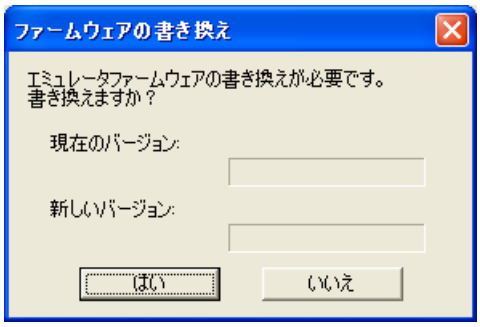

図 6.3 ファームウェアの書き換えダイアログ
(3) デバッガ起動時に図 6.3の「ファームウェアの書き換え」ダイアログが表示される。